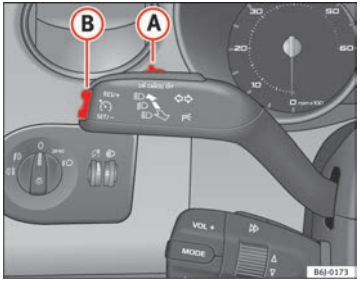

Fig. 106 Turn signal and main beam headlight lever: switch and rocker switch for the cruise control
- when the lever (A) is moved in the direction of **OFF** without fully being engaged.
To resume cruise control, release the brake or clutch pedal or reduce the vehicle speed to less than 180 km/h and press once on the upper part of the rocker switch **RES** ⇒ fig. 106 (B).